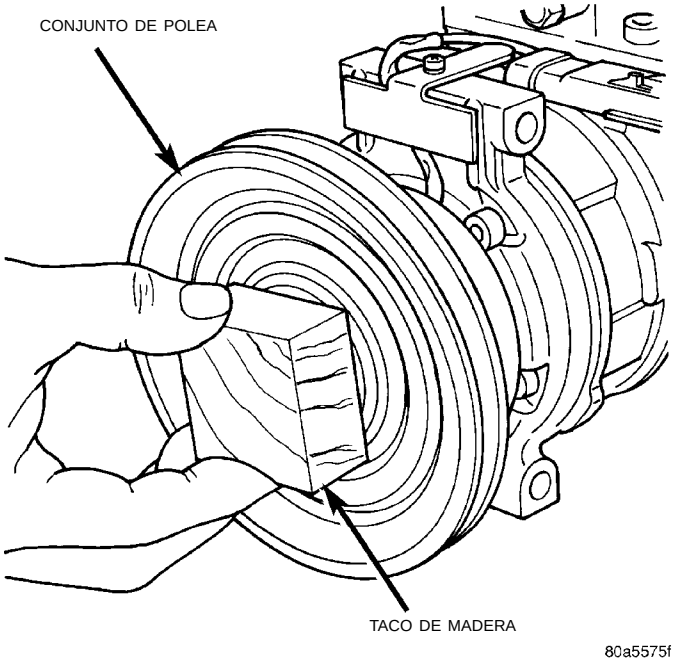

Fig. 27 Instalación del conjunto de polea
(3) Instale el conjunto de la polea en el compresor. De ser necesario, golpee suavemente con un taco de madera sobre la superficie de fricción (Fig. 27).